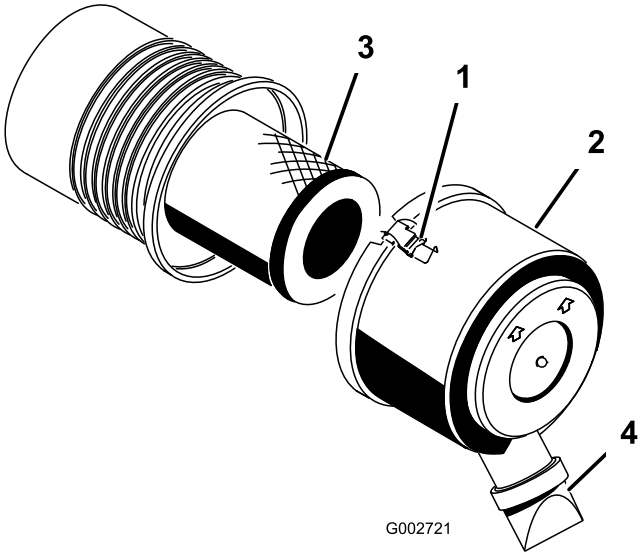

Figuur 26
1. Maak de sluitingen los waarmee het deksel van het luchtfilter is bevestigd aan het luchtfilterhuis (Figuur 26).